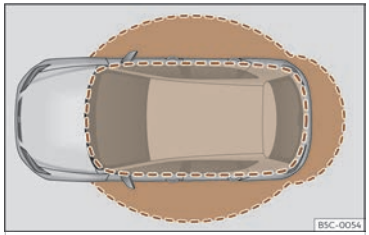

Fig. 75 Keyless Access : zones de proximité.
- Le véhicule est déverrouillé lorsque la clé de contact est détectée dans la zone de proximité ››› **fig. 75**. Tous les clignotants s'allument deux fois.